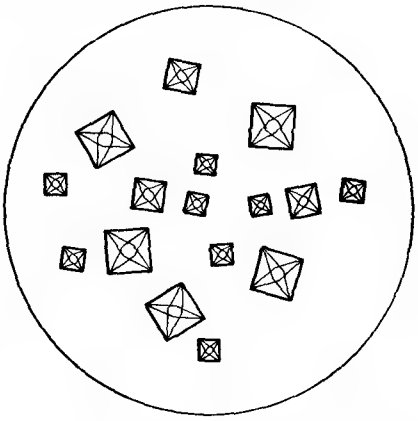

Рис. 19.3. Кристаллы оксалата кальция.
Опыт 28. Открытие щавелевой кислоты в виде кальциевой соли. В пробирку поместите 1 лопаточку щавелевой кислоты (41) и прибавьте 4—5 капель воды до полного растворения. Пипеткой возьмите 1 каплю раствора и нанесите ее на предметное стекло. Добавьте к ней 1 каплю 5% раствора хлорида кальция (42). Выпадает кристаллический осадок. Кристаллы оксалата кальция имеют характерную октаэдрическую форму, что хорошо видно под микроскопом (рис. 19.3).